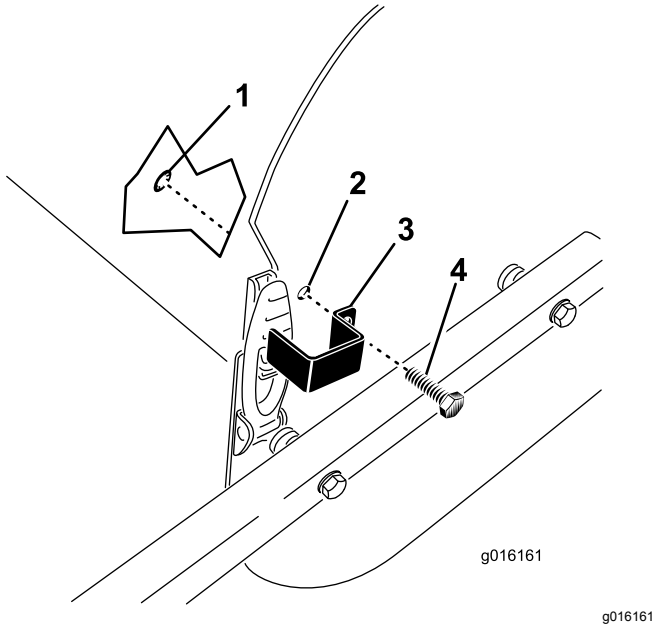

Figur 36
1. Plasser låseplaten over panserlåsen mens du stiller inn monteringshullet med hullet i sideplaten (Figur 36).
2. Fest låseplaten til sideplaten med en trykkbolt og låsering (Figur 36).